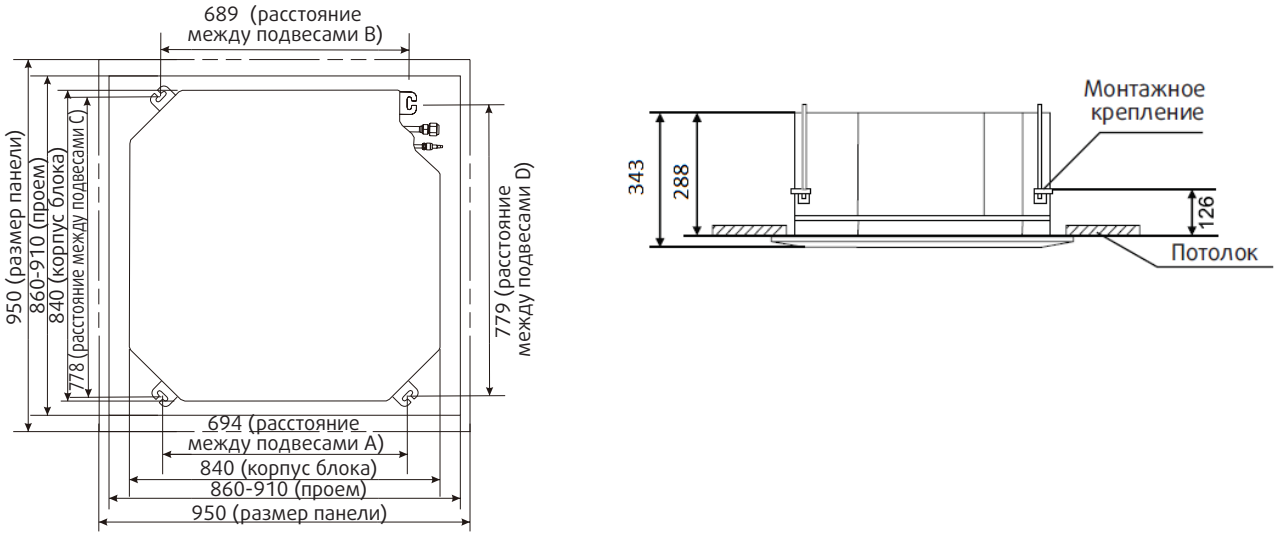

Рис. 2.1
1. Проделайте в основном потолке соответствие в соответствие с устанвочными размерами размерами монтажного шаблона (рис.2.1)